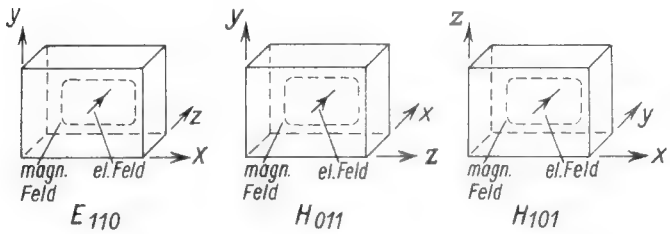

Bild 8. Die Bezeichnung der gleichen Schwingungsform je nach gewähltem Koordinatensystem
Beim rechteckigen Hohlraum ist die Unterscheidung, ob eine magnetische oder elektrische Grundschwingung vorliegt, nicht eindeutig. Wie Bild 8 zeigt, ist die Kennzeichnung davon abhängig wie das Koordinatensystem angeordnet wird.
1. Ein und dieselbe Schwingung kann also sowohl als elektrischer wie auch als magnetischer Schwingungstyp angesehen werden (Bild 8).